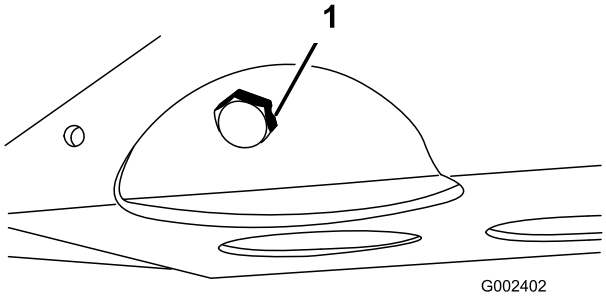

**Figur 44**
2. Ta bort avtappningspluggen och låt oljan rinna ner i ett avtappningskärl (Figur 44).